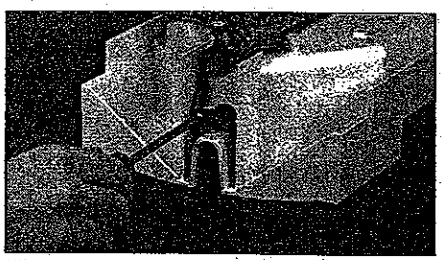

Figure 69
4. Place the transducer cap onto the transducer. Install the two (2) 6-32x3/8" Phillips pan-head screws and attach the transducer/cap to the front enclosure as illustrated in Figure 69. Ensure that the transducer cable will not get pinched when the rear enclosure is attached.